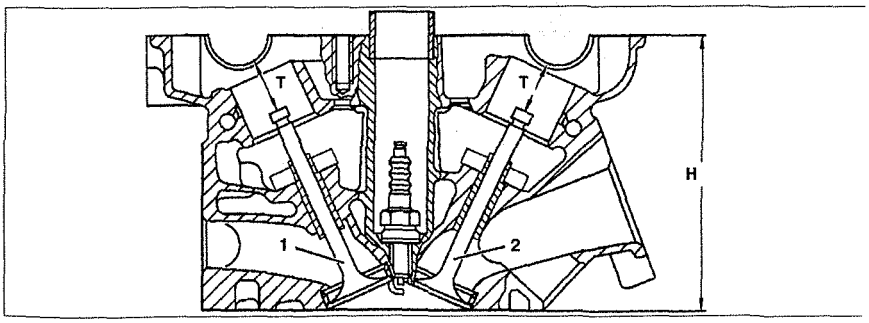

Рис. 2.50. Проверка расстояния от кончика стержня клапана до подшипника распределительного вала.
3. Измерьте расстояние от кончика стержня клапана до подшипника распределительного вала (**расстояние Т**) (см.рис.2.50). Для этого вставьте круглую трубку в отверстие под подшипник распределительного вала и измерьте расстояние **Т**. Если измеренная величина без корректировки клапанного зазора меньше, чем требуемая, замените кольцо седла клапана или головку блока цилиндров.